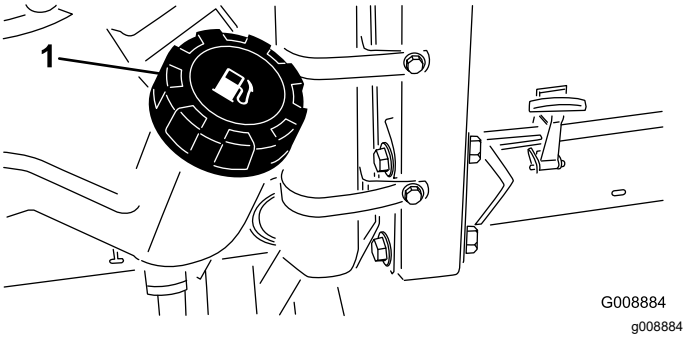

Figur 29
1. Rengør området omkring brændstoftankens dæksel (Figur 29).